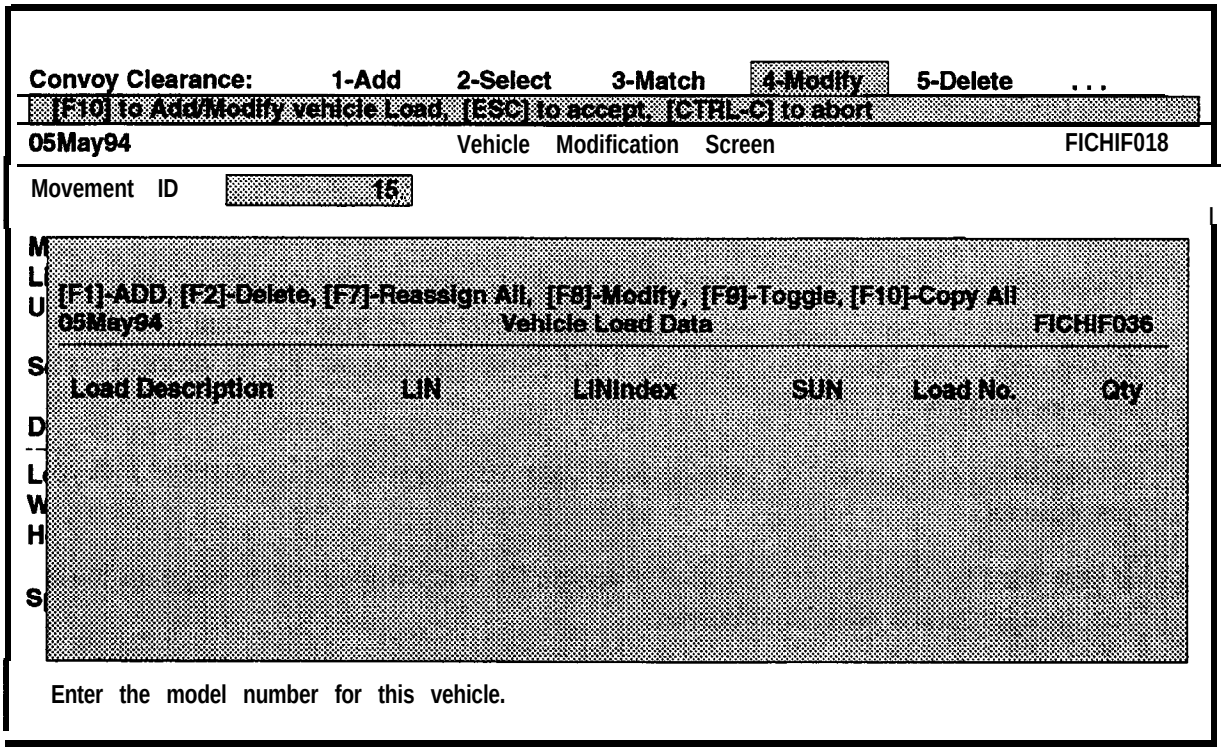

Figure 7-17. Vehicle Load Data Window
b. At the Vehicle Modification screen, press **F10 to Add/Modify** a vehicle load. The Vehicle Load Data window will be displayed with the following prompt displayed at the top, as shown in Figure 7-17.